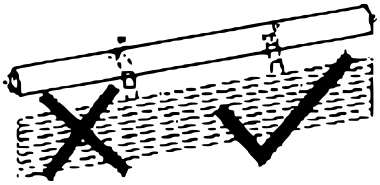

Abb. 6
- Achten Sie beim Verbinden der Rollladenwelle mit dem Rollladenbehang darauf, dass die Aufhängefedern so verbunden werden, dass sie nicht zu lang sind (Abb. 6).